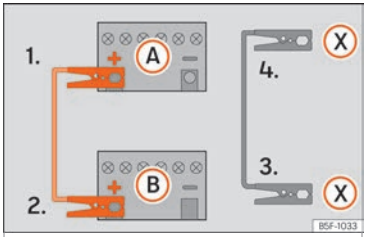

Fig. 81 Esquema de ligação para veículos com sistema Start-Stop.
4b. *Nos veículos com sistema Start-Stop:* ligue uma extremidade do cabo auxiliar de arranque *preto* (X) a um terminal de massa adequado, a uma peça de metal maciça que esteja aparafusada ao bloco do motor ou ao próprio bloco do motor ››› **Fig. 81**.
5. Ligue a outra extremidade do cabo *preto* de emergência (X), no veículo com a bateria descarregada, a uma peça de metal maciça que esteja aparafusada ao bloco do motor ou ao próprio bloco do motor, mas o mais afastado possível da bateria (A).